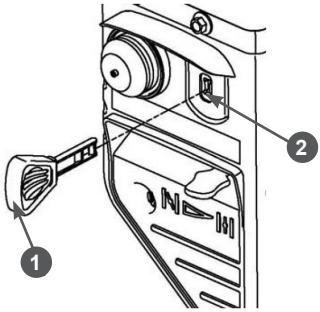

Рис. 32 Установка ключа выключателя зажигания
5. Вставьте ключ 1 в гнездо 2 выключателя зажигания (Рис. 32).
При возникновении аварийной ситуации, для экстренной остановки двигателя извлеките ключ из гнезда выключателя зажигания (Рис. 32).
6. Извлеките ключ из гнезда выключателя зажигания (Рис. 32).